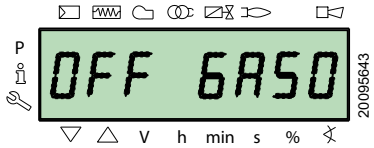

Fig. 40
– motorină „**OFF GASO**” (Fig. 40)